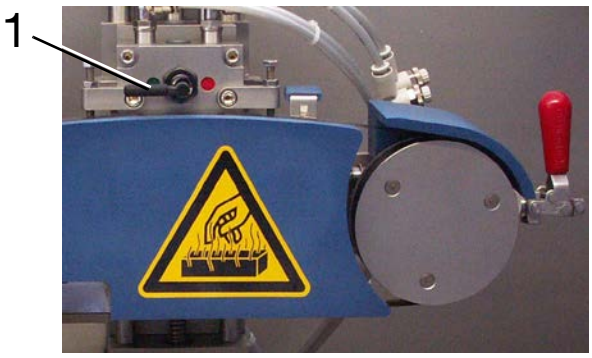

Fig. 1-3 1 Lever
- Swivel the lever at the heating bar to the right (position red dot). See Fig. 1-3.